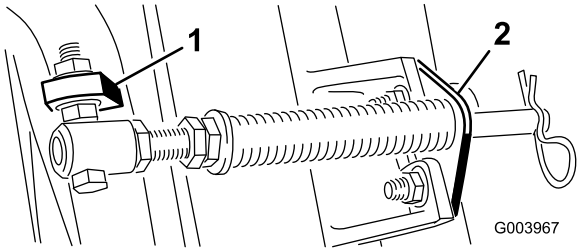

Figur 6
C. Monter fjederrørets bolt på den modsatte tap på bærerammen, og fastgør med flangemøtrikken. Boltens hoved skal placeres på tappens udvendige side som vist i Figur 6.
D. Monter stangbeslaget på klippeenhedens tapper med bræddebolte og møtrikker (Figur 6).